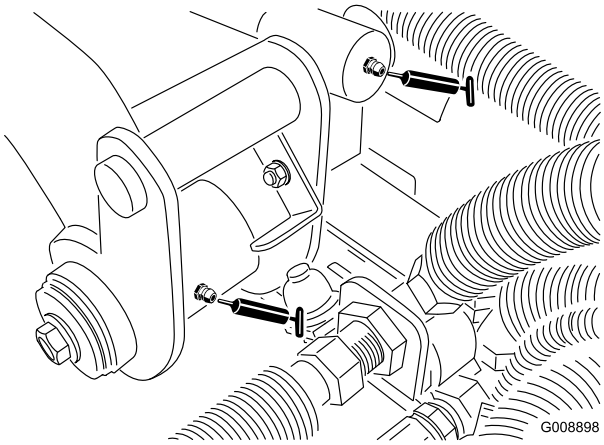

**Figur 33**
- Bakre lyftarmstapp och lyftcylinder (2) (Figur 33)